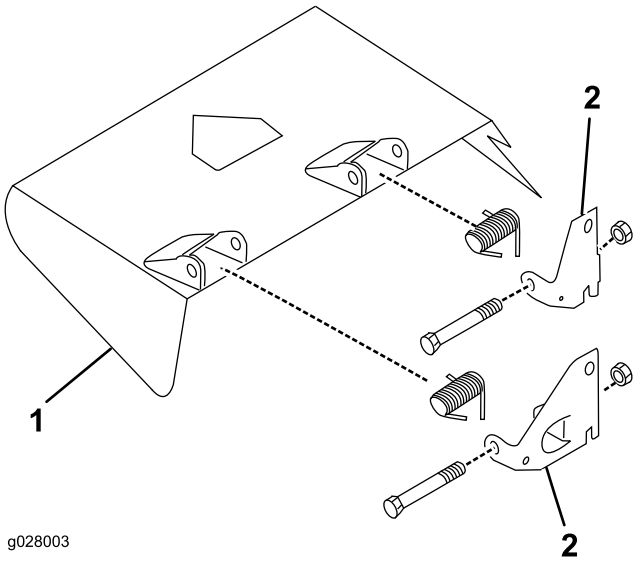

**Figure 6**
3. À l'aide des vis, des contre-écrous et des ressorts retirés précédemment, montez les supports de pivot neufs sur les supports du déflecteur (Figure 6).